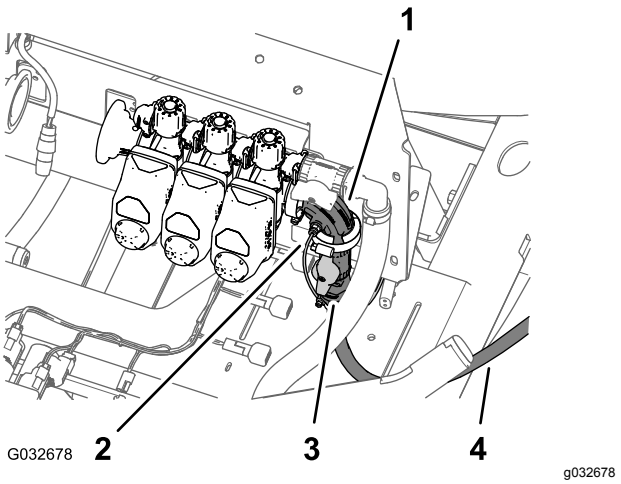
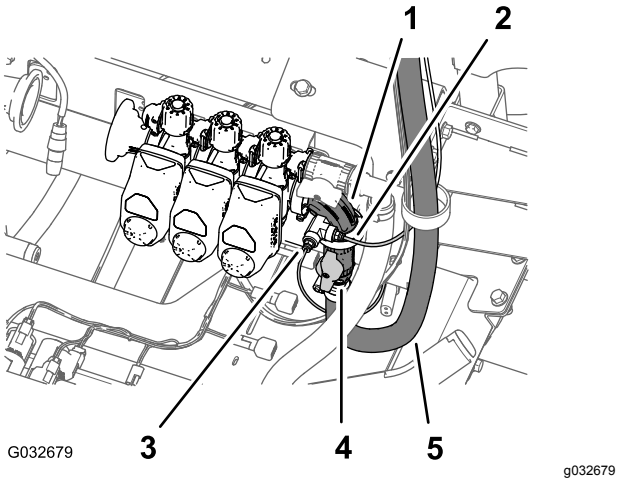

Figur 26
Figur 27
1. Tryck in rörkopplingens krage i 90-gradersknärröret på höger sprutrampssektionsventil (Figur 26 eller Figur 27).
2. Dra ut tryckgivarröret för instrumentbrädans mätare ur rörkopplingen (Figur 26 eller Figur 27).